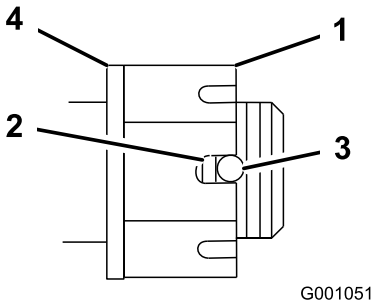

Figur 44
4. Spænd møtrikken med udskæring til 170 Nm (Figur 44).
5. Kontroller afstanden fra bunden af udskæringen i møtrikken til hullets indvendige kant. To gevind eller mindre skal være synlige (Figur 44).
7. Spænd møtrikken med udskæring til 170 Nm (Figur 44).
8. Spænd møtrikken, indtil næste sæt udskæringer rettes ind med hullet i akslen (Figur 44).